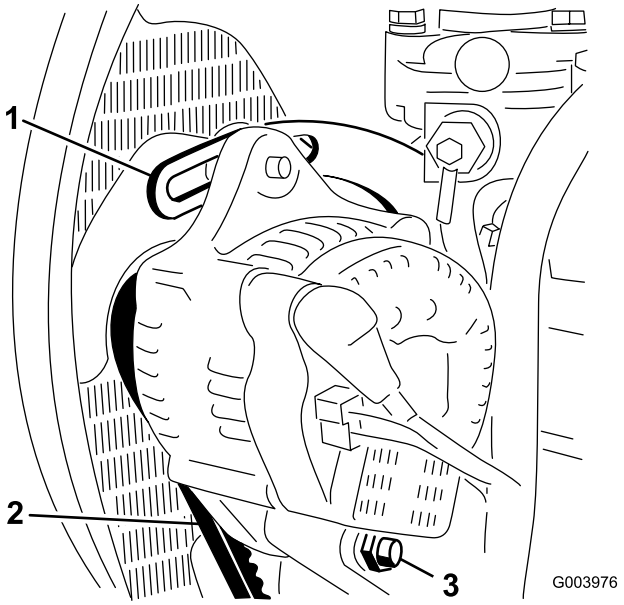

**Figur 72**
2. Kontroller generatorremmens tilspænding ved at trykke den ned (Figur 72) midt mellem generatoren og krumtapakslen med en belastning på 10 kg.
3. Løsn den bolt, der fastholder afstiveren til motoren (Figur 72), den bolt, der fastholder generatoren til afstiveren, og drejebolten.